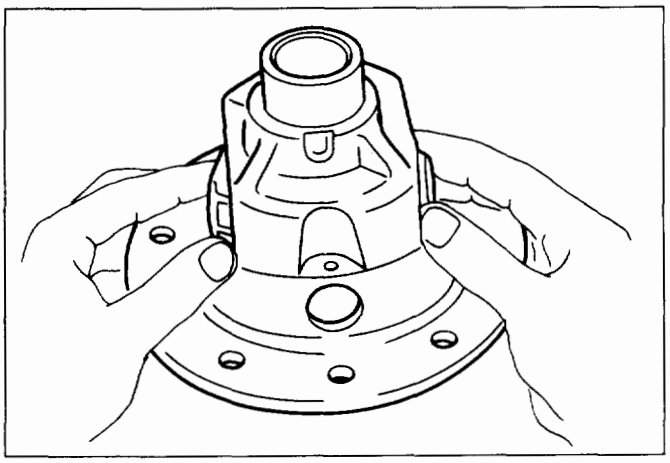

Fig. 4B-61
- Install the pinion gear by engaging it with the side gears while turning both pinion gears simultaneously in the same direction (Fig. 4B-61).